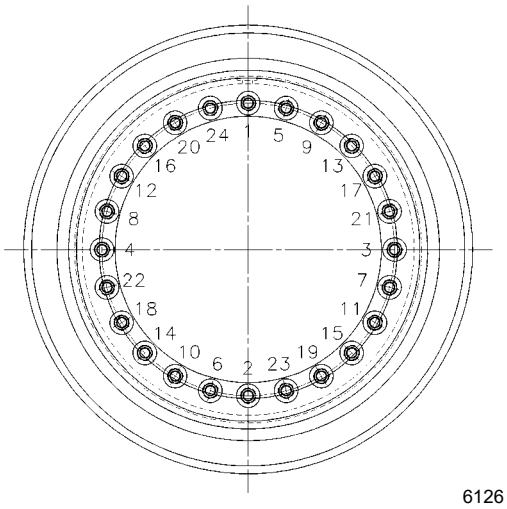

FIGURA 8-2
2. Instale el conjunto de rueda en los espárragos de montaje. Instale las tuercas de rueda y apriételas a 50 lb-pie (68 Nm) siguiendo la secuencia ilustrada en la Figura 8-2.
4. Apriete las tuercas de rueda a un valor de 450 a 500 lb-pie (610 a 678 Nm) siguiendo la secuencia ilustrada en la Figura 8-2.